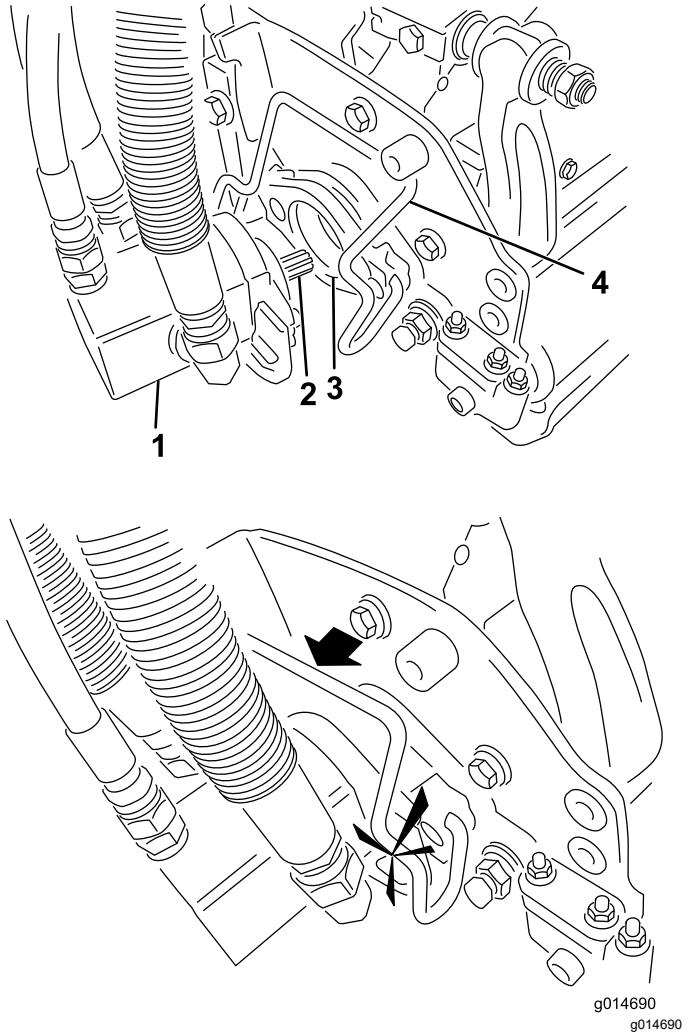

Figuur 48
5. Smeer schoon vet op de sleufas van de motor van de maai-eenheid (Figuur 48).
6. Steek de motor in de linkerkant van de maai-eenheid (gezien vanuit de bestuurdersstoel) en trek de motorbevestigingsstang op de maai-eenheid in de richting van de motor totdat u aan beide kanten een klik hoort (Figuur 48).